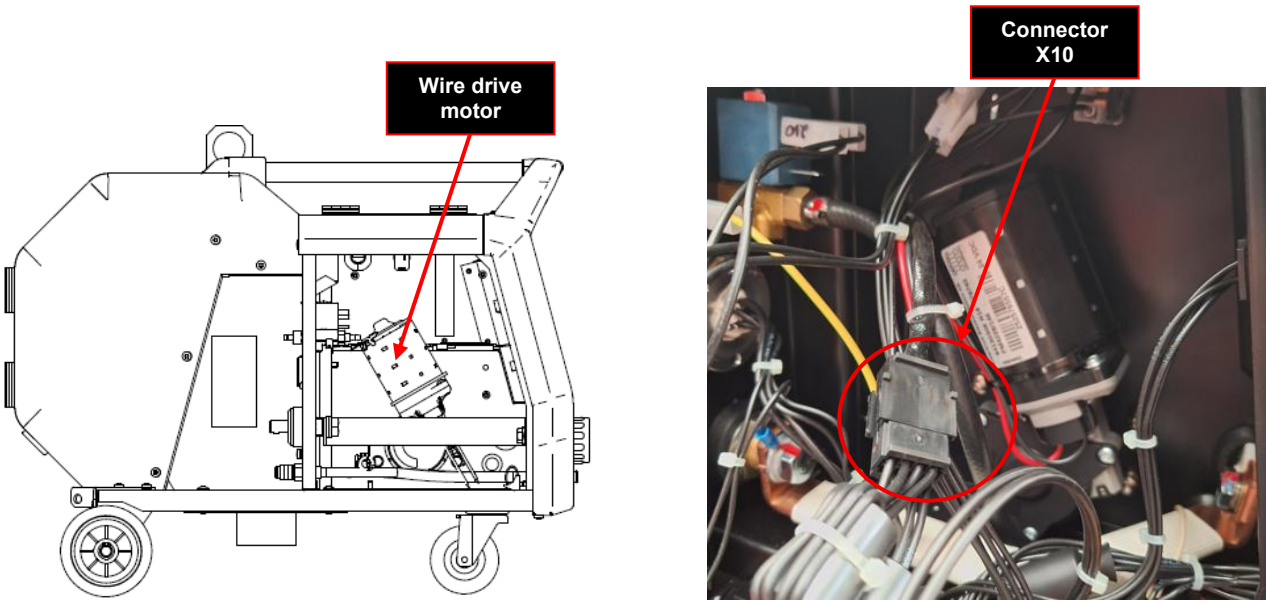

Figure 1 – Wire drive motor and connector location
3. Located the wire drive motor. See **Figure 1**.